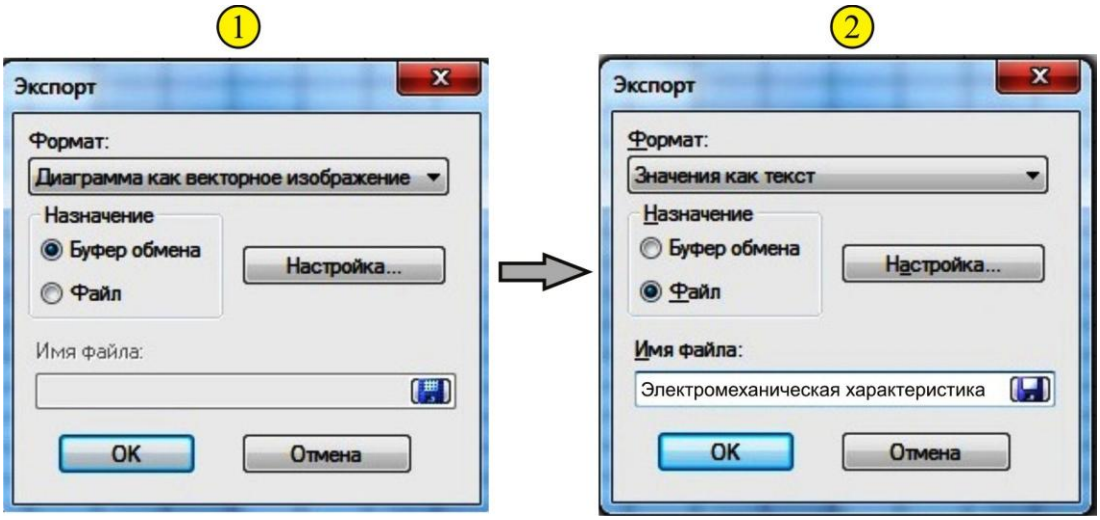

Рис. 2. Экспорт файла в текстовый формат.
1. Для удобства построения характеристик двигателя, предварительно проведите экспорт всех файлов папки «Отчет» в текстовый формат. Например, откройте график «Электромеханическая характеристика», пройдите по пути Файл – Экспорт. На рабочем столе откроется вкладка, рис. 2, слайд ①.